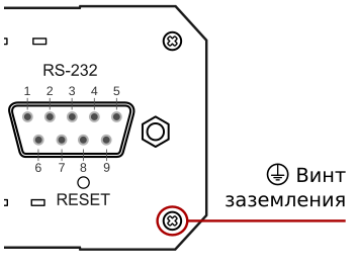

Рис. 16 Винт заземления.
2. Открутите винт заземления на задней панели роутера (Рис.16).